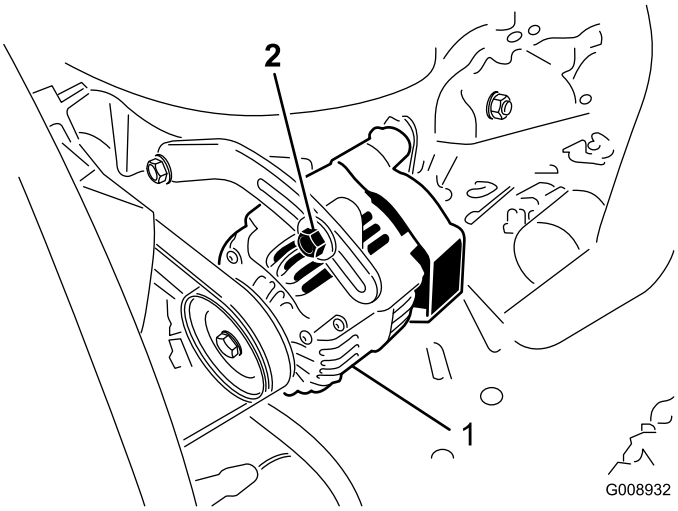

**Rysunek 49**
2. Jeżeli ugięcie nie wynosi 10 mm, poluzuj śruby mocujące alternator (Rysunek 49).